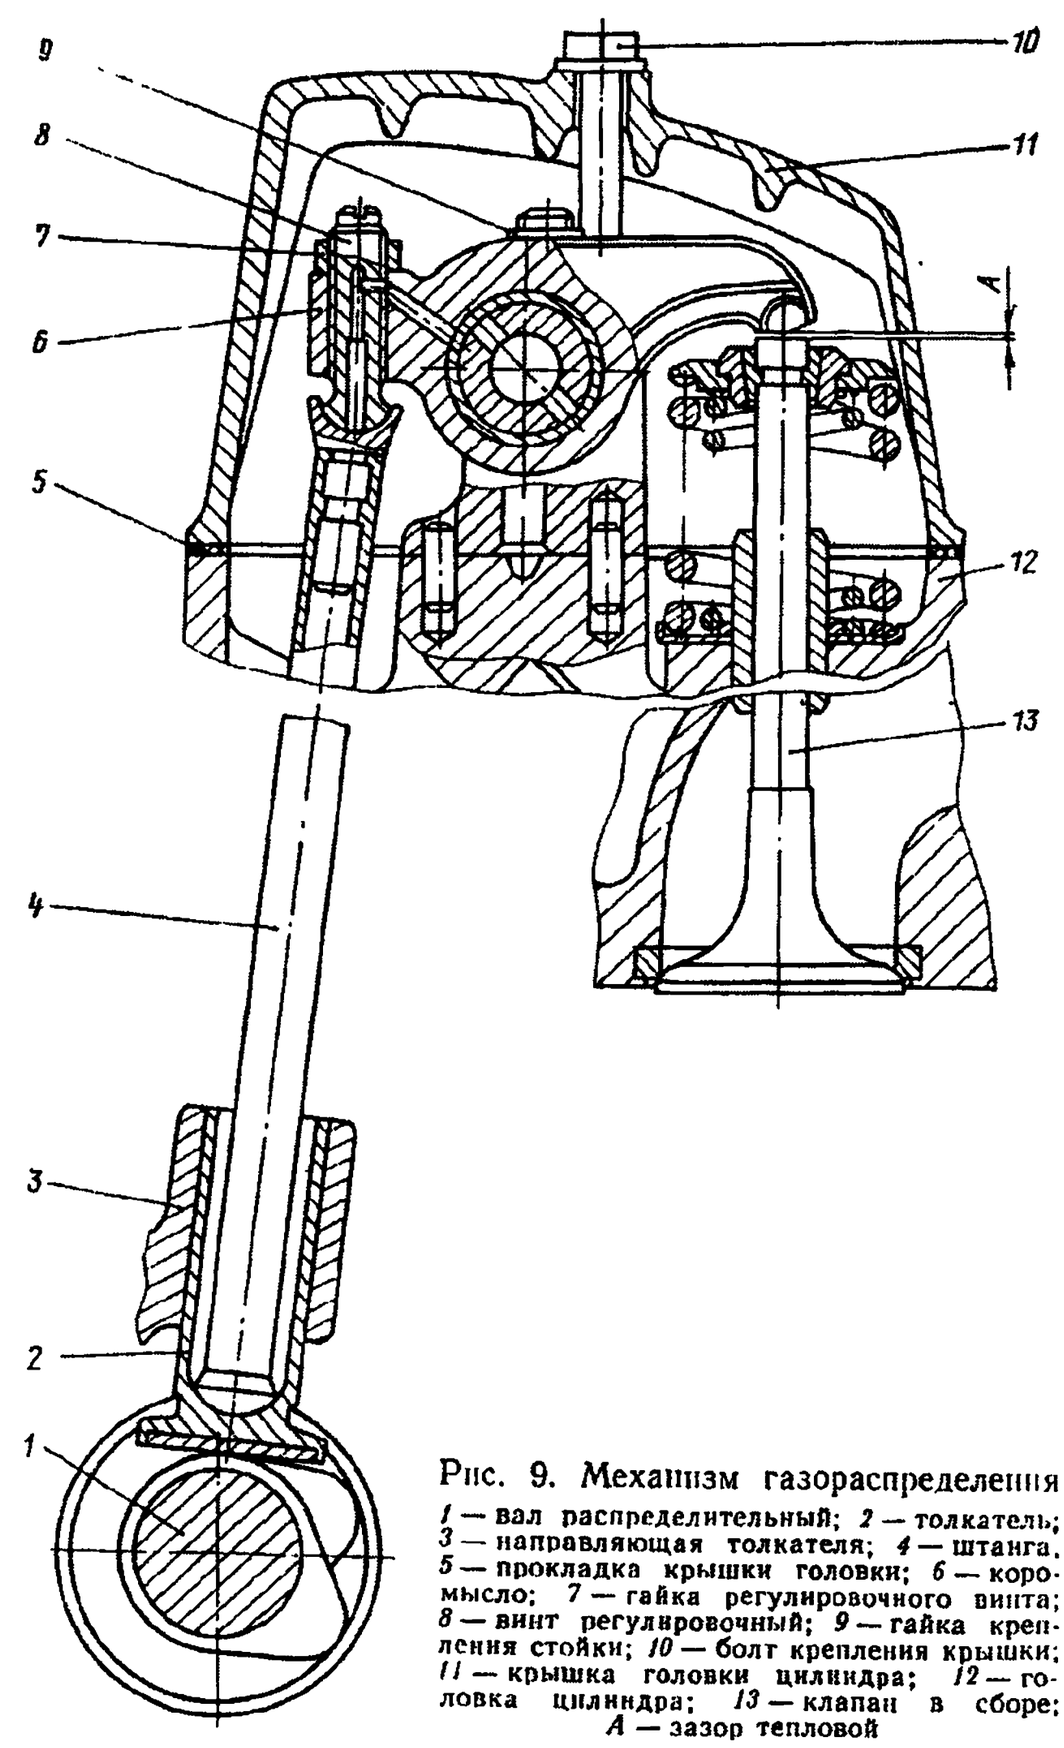
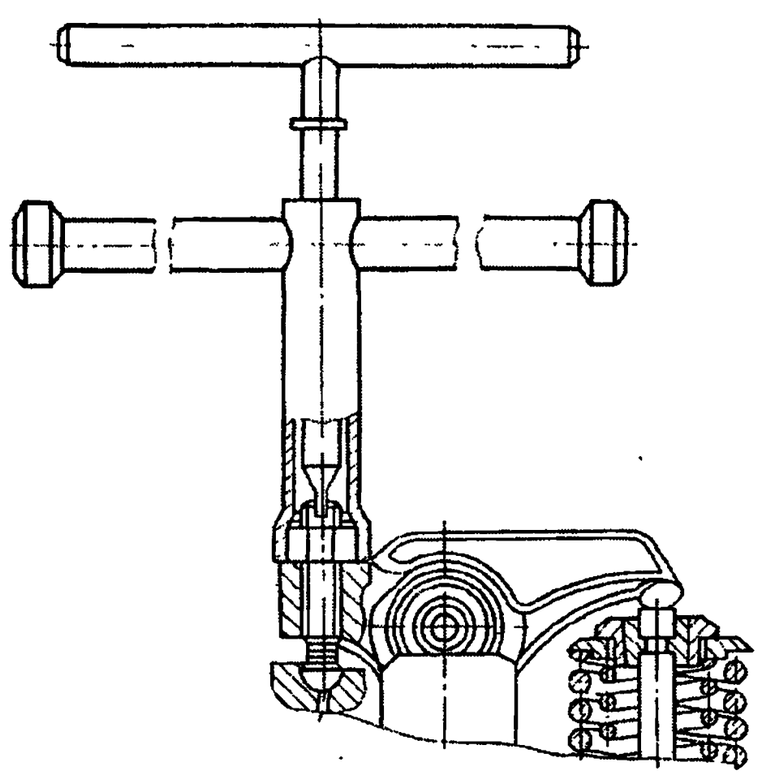

Рис. 9. Механизм газораспределения
Рис. 11. Приспособление И801.14.000 для регулирования клапанов двигателя
9. Выверните болты *10* (рис. 9) крепления крышек головок цилиндров и снимите крышки *11* с прокладками *5*	Ключ 13 мм
17. Установите штанги *4* (см. рис. 9) толкателей *2*, вверните регулировочные винты *8* с моментом 33,3—41,1 Н·м (3,4—4,2 кгс·м)	Отвертка, динамометрический ключ
20. Установите на головки цилиндров стойки коромысел в сборе с коромыслами *6* (см. рис. 9) и фиксаторами коромысел, заверните гайки *9* крепления стоек с моментом 41,1—51,9 Н·м (4,2—5,4 кгс·м)	Ключ 17 мм, зубило, молоток, динамометрический ключ, головка сменная 17 мм
21. Приспособлением И801.14.000 (рис. 11) отрегулируйте тепловые зазоры *A* (см. рис. 9) в клапанном механизме.	Приспособление